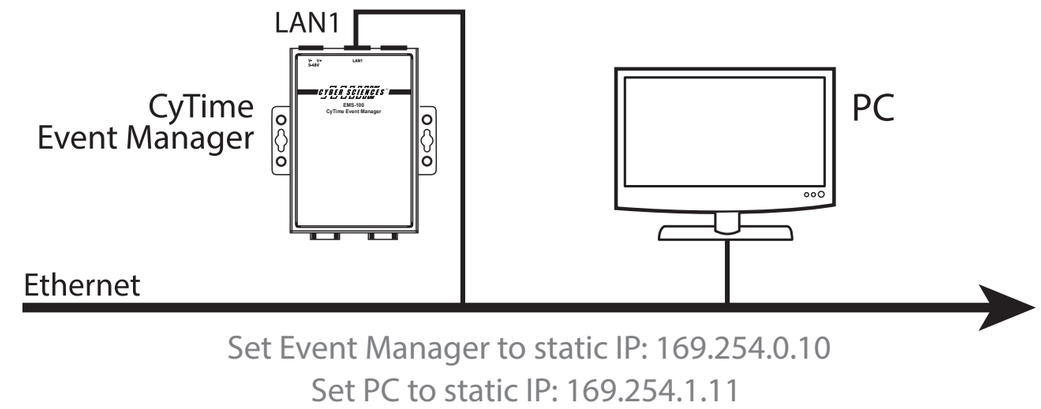

Figure 7. Initial Setup Connection
2. Set PC to use static IP address of: 169.254.1.11 *(figure 7)*
5. Type the default IP address of the Event Manager *(169.254.1.10)* into the web browser *(figure 7)*